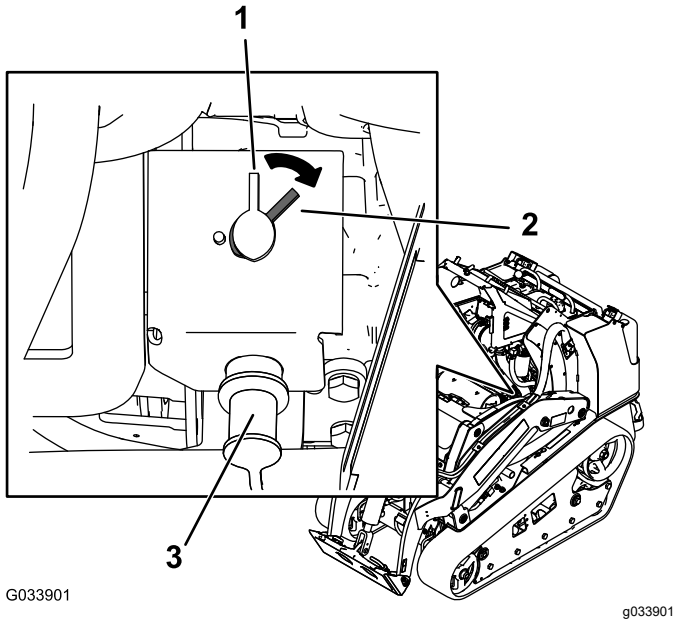

**Figura 48**
- Para que la máquina reciba energía eléctrica, gire el interruptor de desconexión de la batería en sentido horario a la posición de ENCENDIDO (Figura 48).
- Para que la máquina deje de recibir energía eléctrica, gire el interruptor de desconexión de la batería en sentido antihorario a la posición de APAGADO (Figura 48).